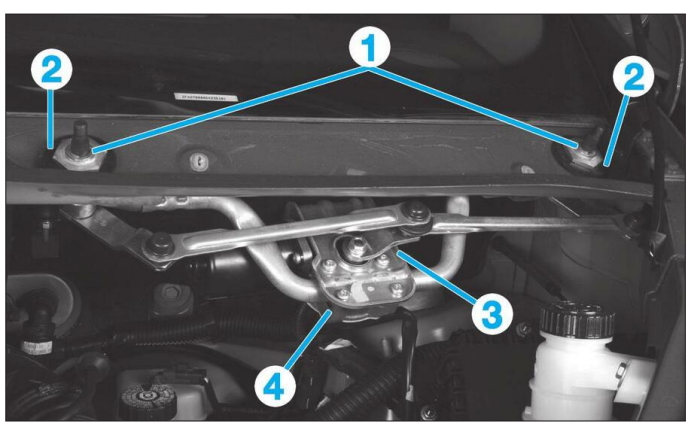

**Fig. 58**
- Déposer les écrous (1) et les joints (2) **(Fig.58)**.
- Débrancher le connecteur (3) du mécanisme.
- Déposer les vis de fixation (4).